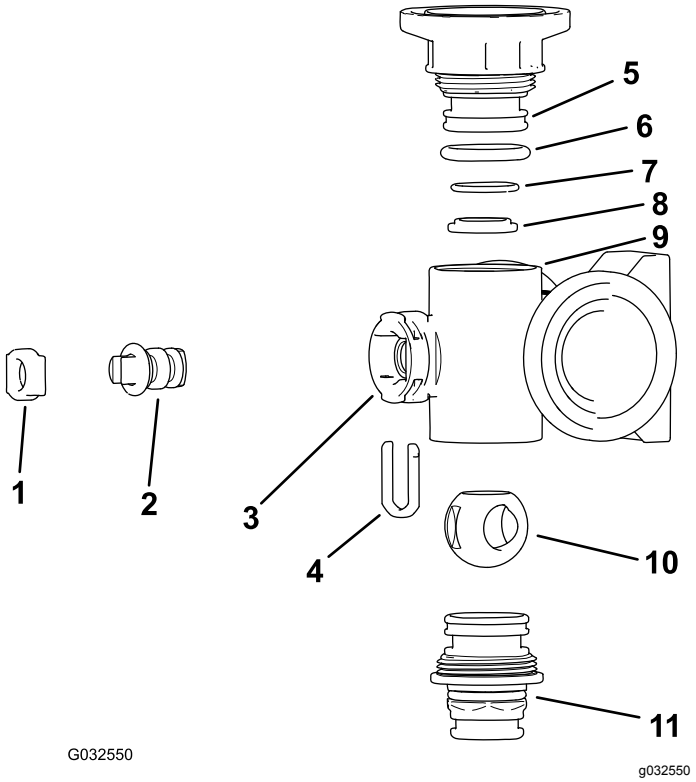
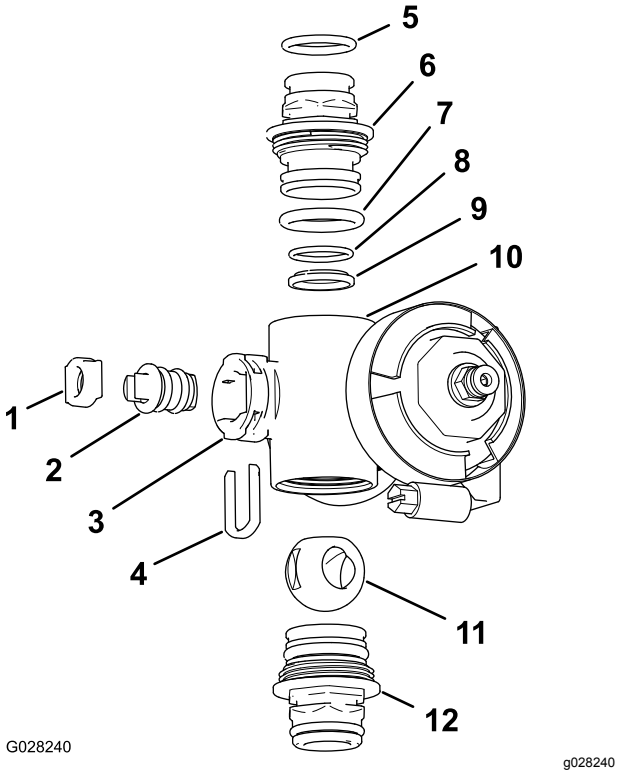

**Рисунок 112**
**Рисунок 113**
2. Снимите два штуцера торцевой крышки в сборе с каждого конца корпуса коллектора (Рисунок 112 и Рисунок 113).
4. Извлеките держатель штока из пазов в отверстии штока в коллекторе (Рисунок 112 и Рисунок 113).
5. Снимите держатель штока и седло штока клапана с коллектора (Рисунок 112 и Рисунок 113).
6. Просуньте руку внутрь корпуса коллектора и извлеките оттуда шток клапана в сборе (Рисунок 112 и Рисунок 113).
1. Проверьте состояние уплотнительных колец выпускных штуцеров (только коллектор клапана секции), уплотнительных колец торцевых крышек, задних уплотнительных колец седла и седла шарового клапана на повреждения или износ (Рисунок 113 и Рисунок 112).
2. Нанесите консистентную смазку на шток клапана и вставьте его в седло штока клапана (Рисунок 112 и Рисунок 113).
3. Вставьте шток и седло клапана в коллектор и закрепите шток и седло держателем штока (Рисунок 112 и Рисунок 113).
4. Убедитесь, что заднее уплотнительное кольцо седла и седло шарового клапана выровнены и правильно установлены в штуцере торцевой крышки (Рисунок 113 и Рисунок 112).
5. Установите штуцер торцевой крышки в сборе на корпус коллектора так, чтобы фланец штуцера торцевой крышки касался корпуса коллектора (Рисунок 112 и Рисунок 113), затем доверните штуцер торцевой крышки еще на 1/8-1/4 оборота.